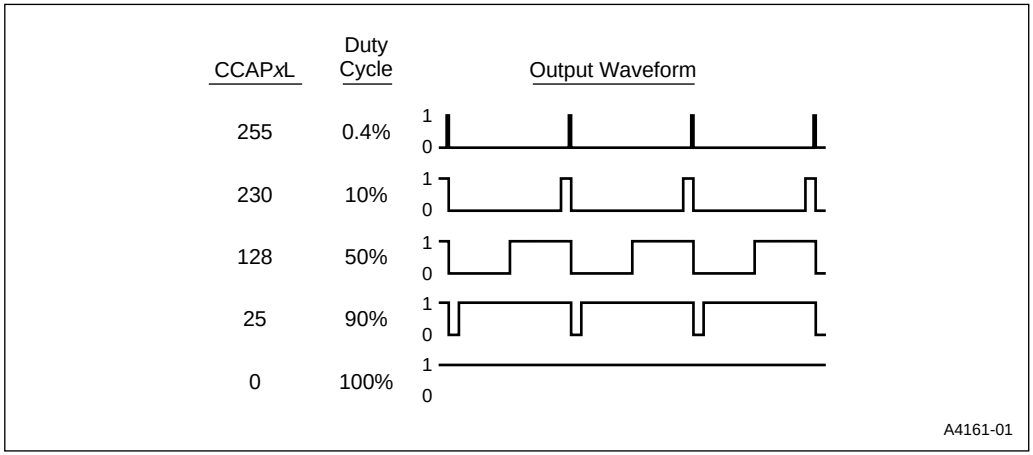

Figure 11-6. PWM Variable Duty Cycle
In this mode the value in the low byte of the PCA timer/counter (CL) is continuously compared with the value in the low byte of the compare/capture register (CCAP*x*L). When CL < CCAP*x*L, the output waveform (Figure 11-6) is low. When a match occurs (CL = CCAP*x*L), the output waveform goes high and remains high until CL rolls over from FFH to 00H, ending the period. At rollover the output returns to a low, the value in CCAP*x*H is loaded into CCAP*x*L, and a new period begins.
The value in CCAP*x*L determines the duty cycle of the current period. The value in CCAP*x*H determines the duty cycle of the following period. Changing the value in CCAP*x*L over time modulates the pulse width. As depicted in Figure 11-6, the 8-bit value in CCAP*x*L can vary from 0 (100% duty cycle) to 255 (0.4% duty cycle).